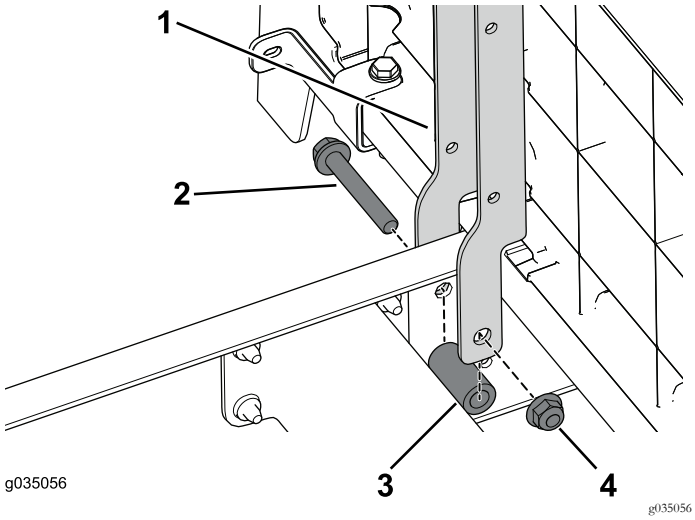

Figure 37
1. Servez-vous des 2 boulons (3/8" x 2½"), entretoises et écrous à embase pour fixer les supports de siège sur la section avant de la machine (Figure 37).